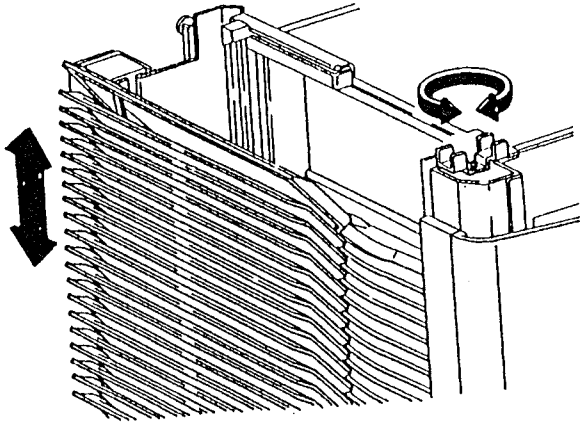

Рис. 2. Ручное перемещение ячеек
3. Вставьте инструмент ручного перемещения в передний спиральный кулачок (смотрите Рис. 2). Для поднятия ячеек поворачивайте инструмент в направлении по часовой стрелке, а для опускания – в направлении против часовой стрелки.